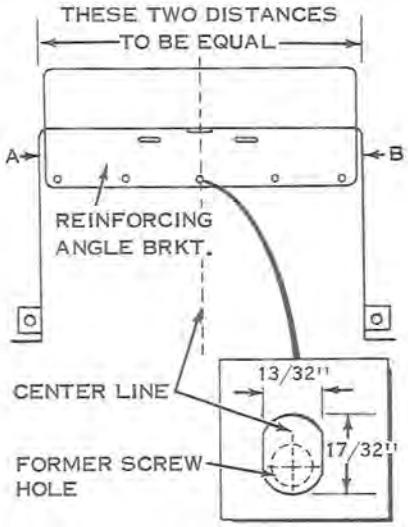

Figure 9-38
h. Find center of reinforcing angle bracket by measuring from outside of frame to opposite side (distance A to B - Figure 9-38). With a combination square mark center line on reinforcing angle bracket. Using screw hole already there as a base, enlarge hole with a file until it reaches the measurement 13/32 inch x 17/32 inch (see Figure 9-38). Make sure that the inscribed center line runs through center of hole (see Figure 9-38, inset). NOTE: Existing hole in reinforcing angle bracket may not be in exact center of frame. Slot in taillight bracket must also be filed out until a circle 13/32 inch in diameter is formed. It may be necessary to anneal this bracket, as it has been factory hardened.